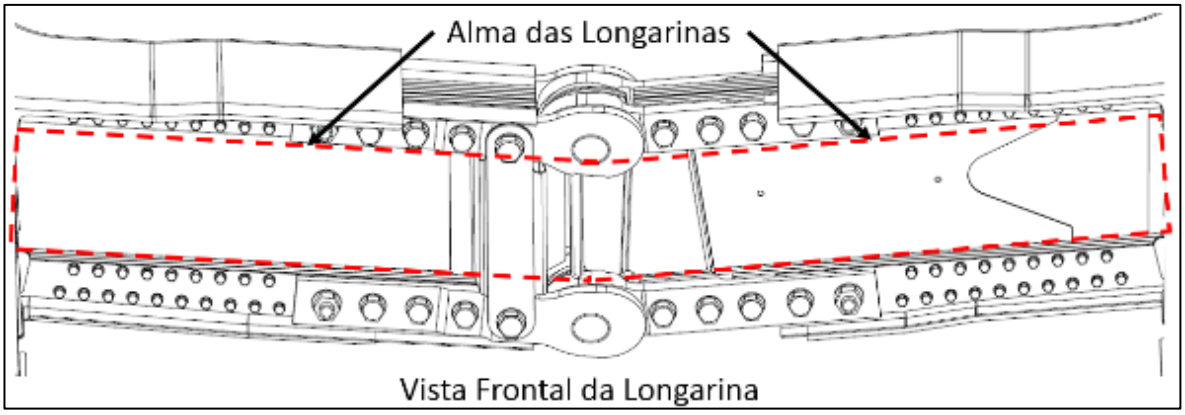

Figura 5 – Inspeção das almas das longarinas.
2.3.1.3. Inspecione as almas das longarinas, conforme Figura 5.